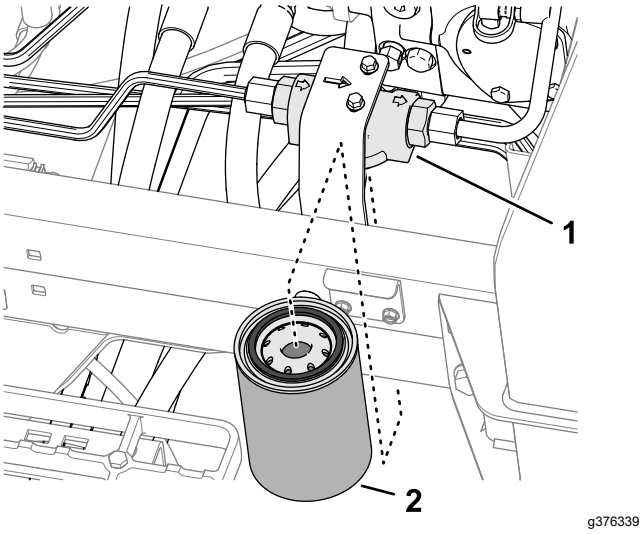

Figuur 117
3. Plaats een opvangbak onder het laadfilter aan de linkerkant van de machine (Figuur 117).